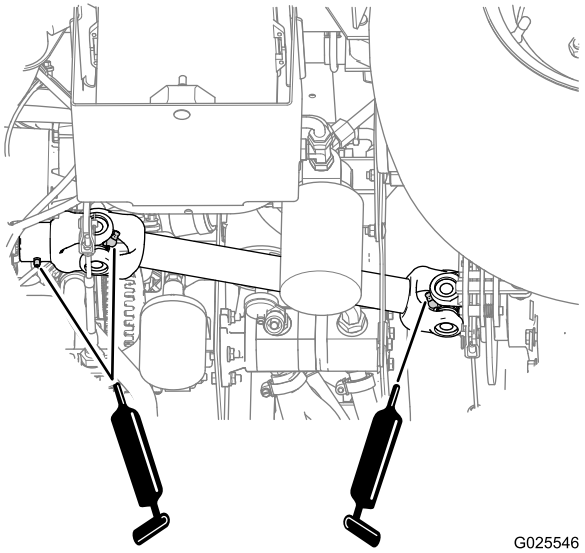

Figur 51
- **Drivaksels u-samlinger** (2); se Figur 51
- **Glidegaffel** (1); se Figur 51